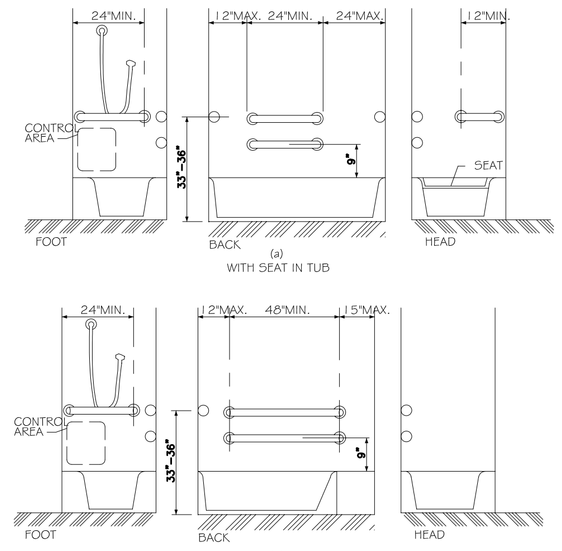

FIG. 34
4.20.3 SEAT. AN IN-TUB SEAT OR A SEAT AT THE HEAD END OF THE TUB SHALL BE PROVIDED AS SHOWN IN FIG. 34. THE STRUCTURAL STRENGHT OF SEATS AND THEIR ATTACHMENTS SHALL COMPLY WITH 4.26.3. SEATS SHALL BE MOUNTED SECURELY AND SHALL NOT SLIP DURING USE.
4.20.4 GRAB BARS. GRAB BARS COMPLYING WITH 4.26 SHALL BE PROVIDED AS SHOWN IN FIG. 34.
4.20.5 CONTROLS. FAUCETS AND OTHER CONTROLS COMPLYING WITH 4.27.4 SHALL BE LOCATED AS SHOWN IN FIG. 34.
4.21.2 SIZE & CLEARANCE. EXCEPT AS SPECIFIED IN 9.1.2, SHOWER STALL SIZE AND CLEAR FLOOR SPACE SHALL COMPLY WITH FIG. 34(a) OR (b). THE SHOWER STALL IN FIG. 34(a) SHALL BE 36" BY 36" (915mm BY 915mm). THE SHOWER STALL IN FIG. 34(b) WILL FIT INTO THE SPACE REQUIRED FOR A BATHTUB.
4.21.4 GRAB BARS.GRAB BARS COMPLYING WITH 4.26 SHALL BE PROVIDED AS SHOWN IN FIG. 34.
4.21.5 CONTROLS. FAUCETS AND OTHER CONTROLS COMPLYING WITH 4.27.4 SHALL BE LOCATED AS SHOWN IN FIG. 34 IN SHOWER STALLS 36" BY 36" (915mm BY 915mm) ALL CONTROLS, FAUCETS, AND THE SHOWER UNIT SHALL BE MOUNTED ON THE SIDE WALL OPPOSITE THE SEAT.